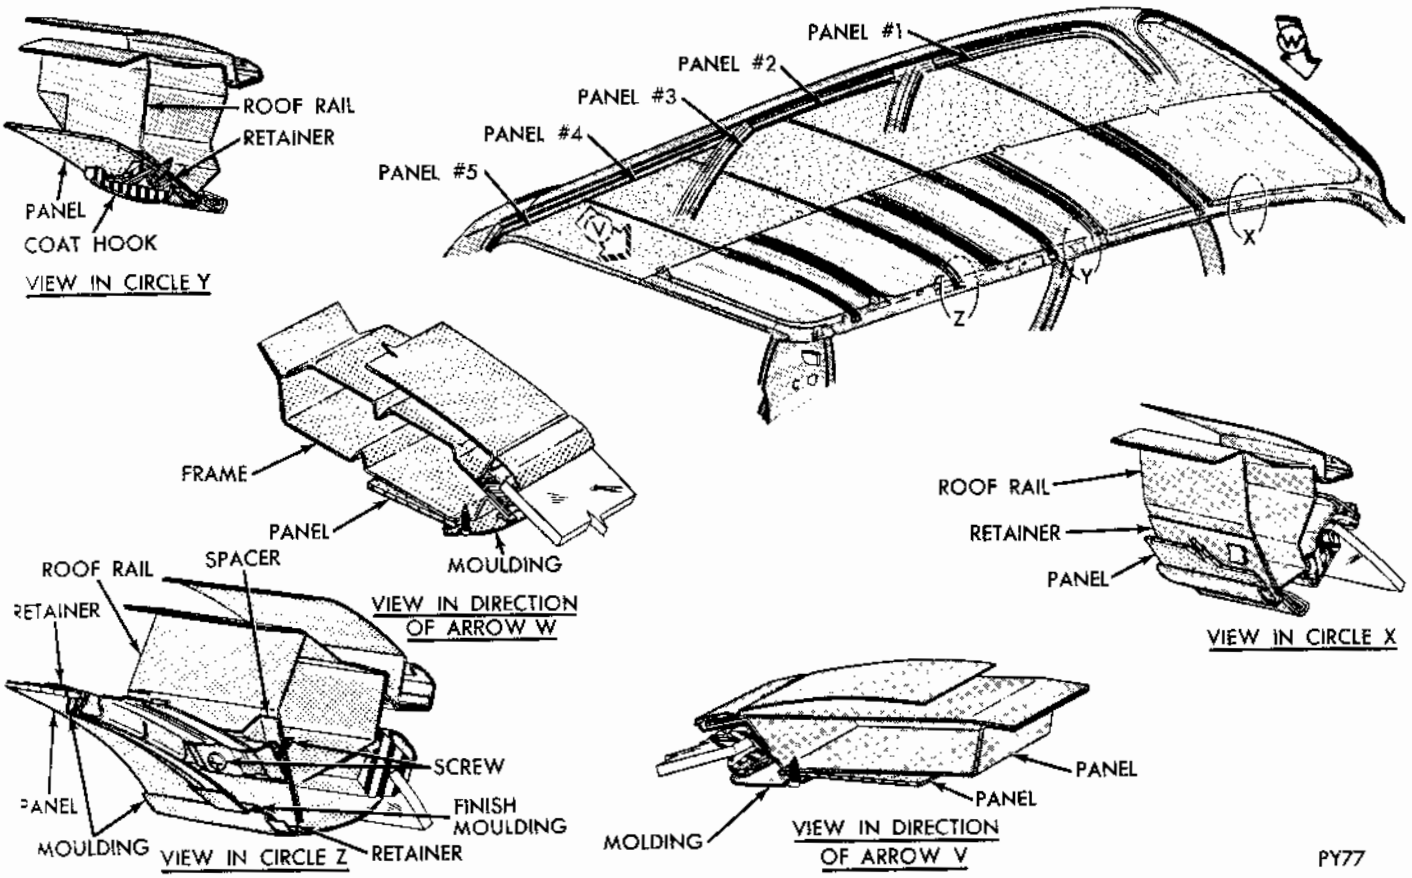

Fig. 14 - Hard Board Panel - Station Wagon
The individual hard board headlining sections are held in position with semi-flexible type plastic mouldings (Figs. 14 and 15) forced over the retainer sections of the roof bows. Starting at either outer end, remove end cap and pry the moulding off retainer. When installing moulding make certain it is fully seated and evenly spaced from side to side. Install end caps in retainer and over moulding ends.
(1) Remove plastic mouldings (Figs. 14 and 15) at edges of section being removed.
(2) Using a fibre tool force liner section off roof bow and out of side retainers.
(3) Inspect liner section for damaged edges.